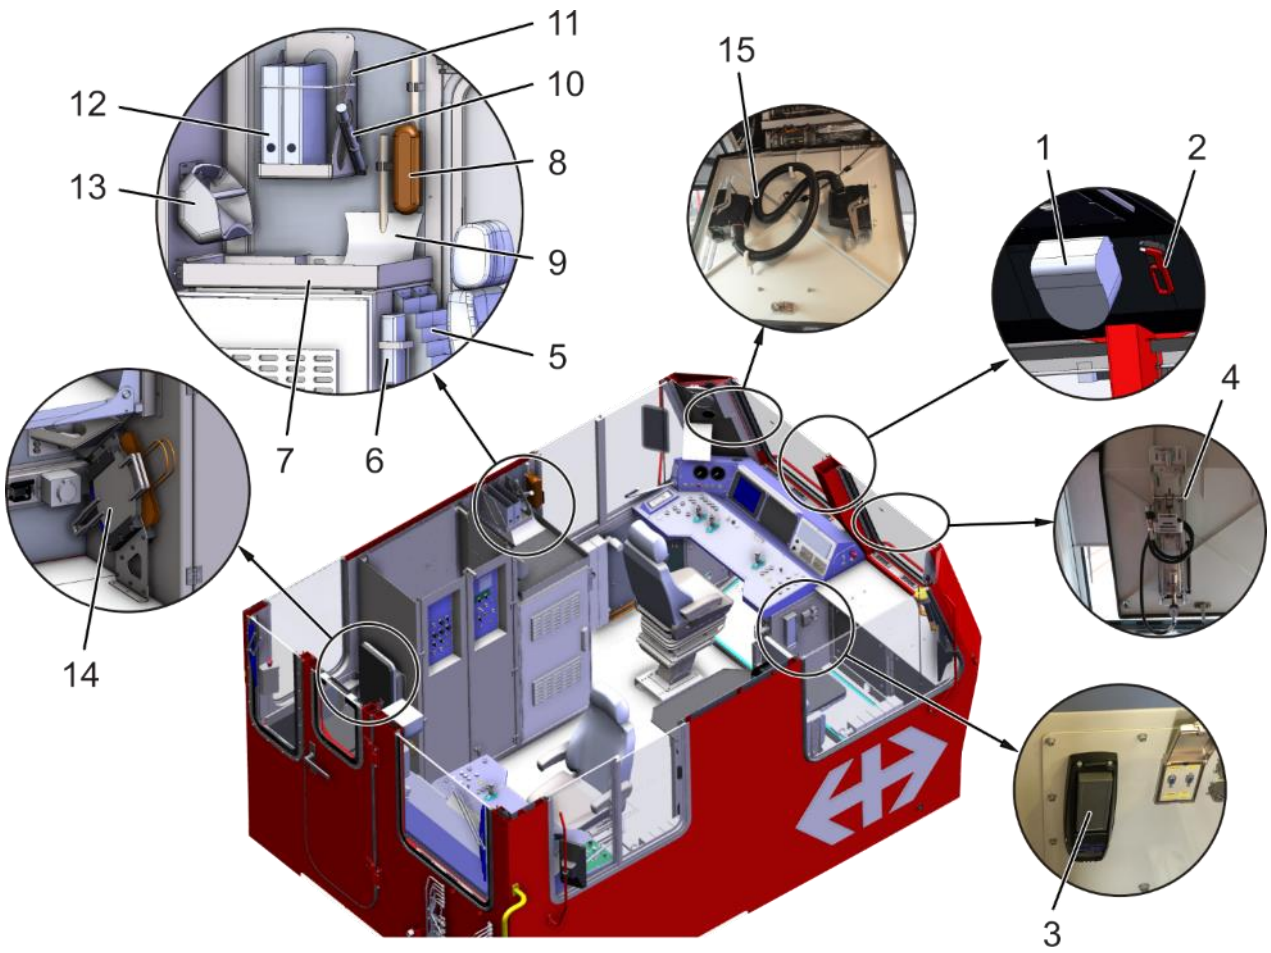

Fig. 9: Singoli dispositivi e degli oggetti in dotazione nella cabina
Sul soffitto della cabina in direzione di marcia 1 è collocato un ulteriore dispositivo per l’autosalvataggio (maschera di protezione), cfr. Fig. 9 (1). A destra, accanto al dispositivo per autosalvataggio (maschera di protezione), è fissato anche il martello frangivetro (2).